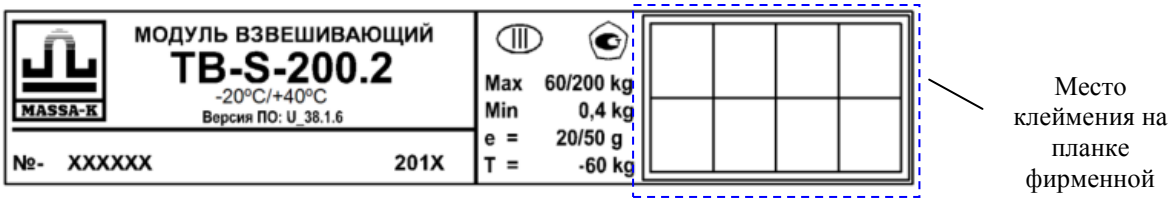
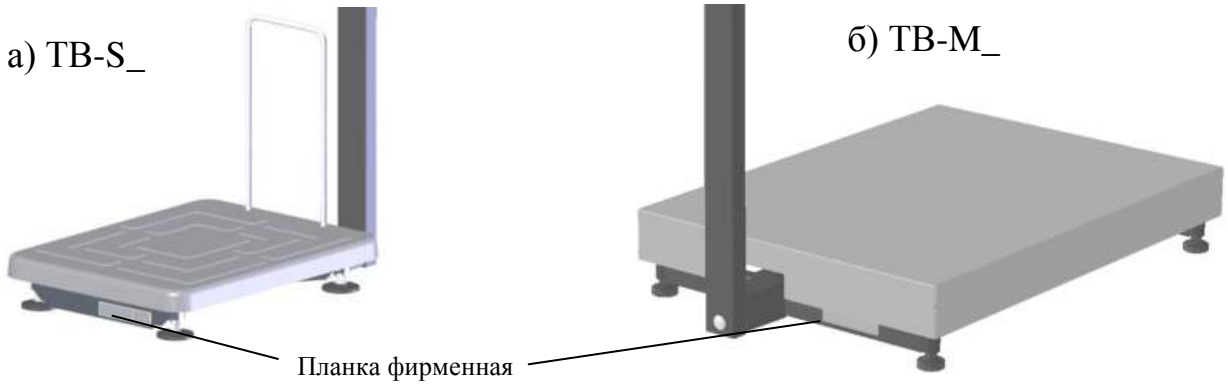

Рис. 15.1 - Планка фирменная
Рис. 15.2- Местоположение планки
- нанести на планку весов (Рис. 15.1, Рис. 15.2) оттиск поверительного клейма.